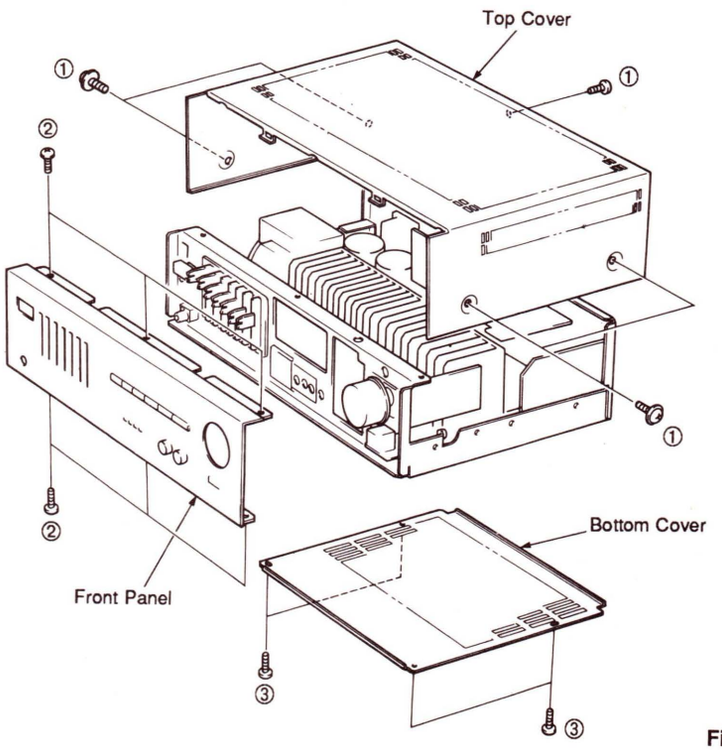

Fig. 1
Remove 5 screws (①) in Fig. 1, and slide the TOP Cover back.
Remove 6 screws (②) in Fig. 1, and pull the Front Panel foward.
Remove 4 screws (③) in Fig. 1.